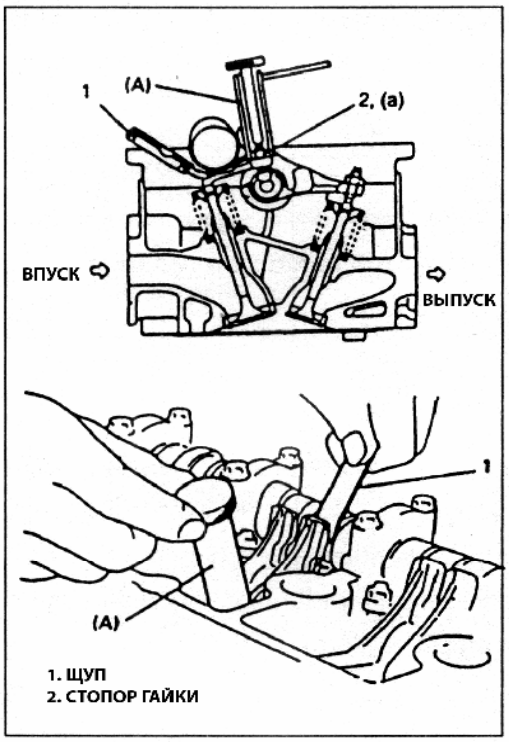

Рис. 13
5) Если зазор клапана выходит за пределы стандартного значения, то его необходимо отрегулировать. Ослабьте стопорную гайку и поверните регулировочный винт. После регулировки затяните стопорную гайку необходимым моментом и добейтесь устойчивого положения винта. Затем повторно проверьте зазор клапанов (Рис. 13).